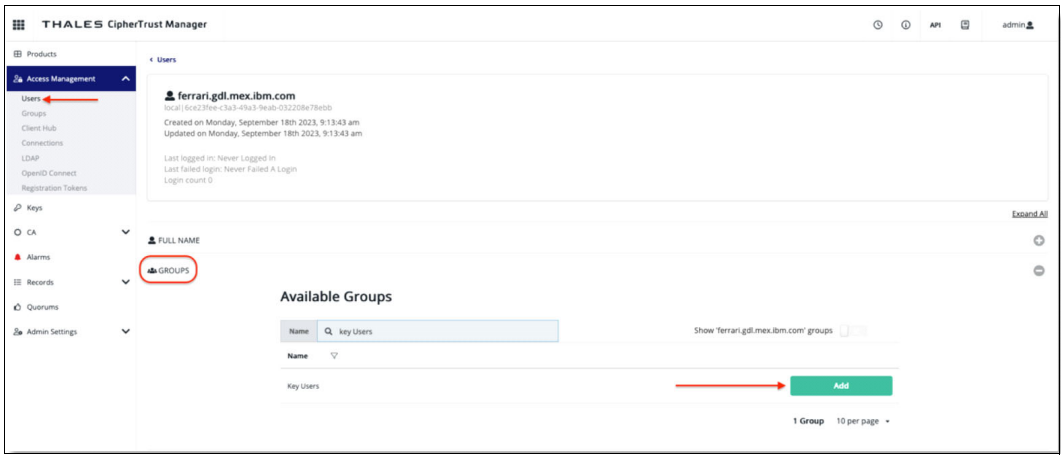

Figure J-33 Adding the key users group
b. Add the Key Users group shown in Figure J-33 on page 1053.